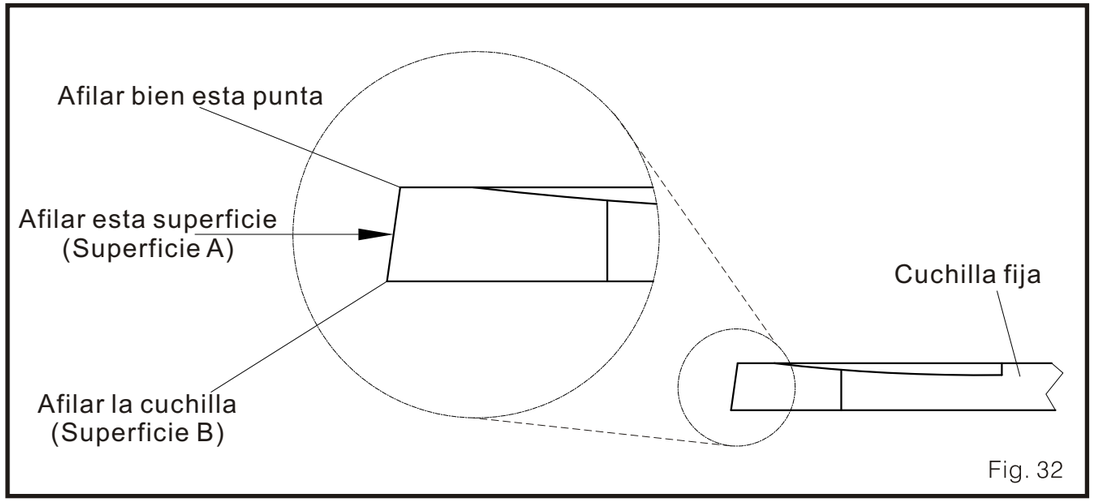

Fig. 32
3. Lo mas importante es que la cuchilla fija debe entrar en contacto con la parte rebordeadota de la cuchilla movible (Fig. 32)